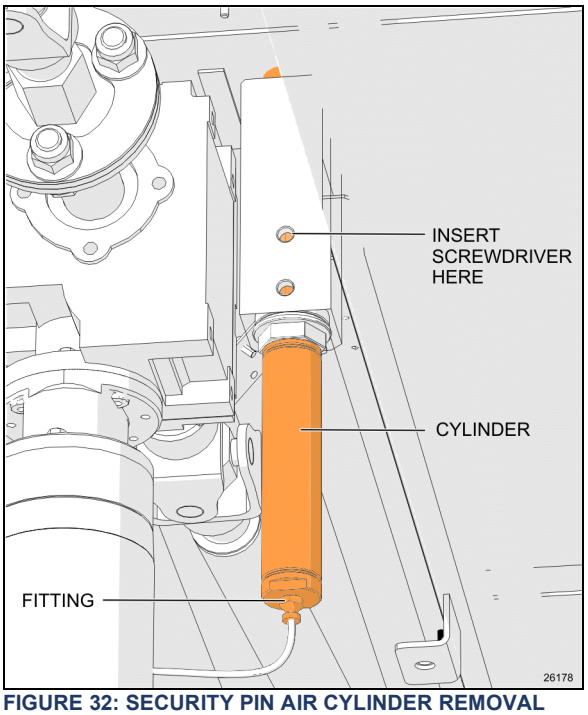

**FIGURE 32: SECURITY PIN AIR CYLINDER REMOVAL**
The system consists of a stainless steel pin connected to a single action/spring return pneumatic cylinder (Figure 32). The pin engages in the slide-out receptacle with releasing of the parking brake. A knocking sound may be heard at this moment. An O-ring is located at the base of the pin housing to reduce knocking when the pin retracts. The lower hole on the pin housing permits water to drain. The upper hole allows inserting a small screwdriver to prevent pin rotation on air cylinder removal.
2. Disconnect the fitting from the cylinder base. (Figure 32).